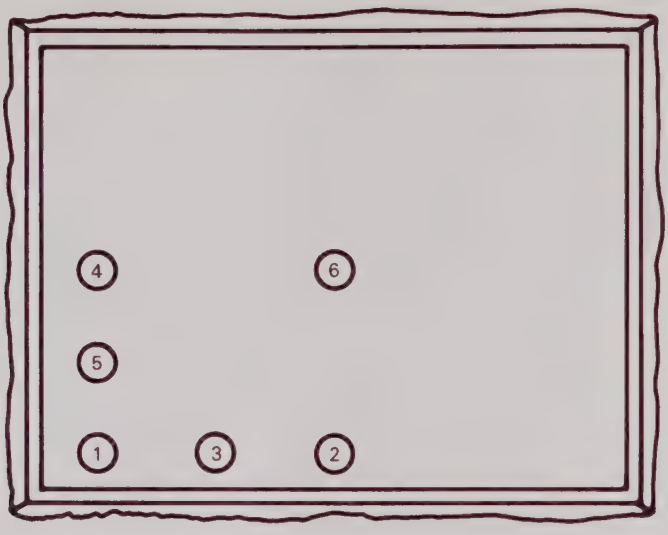

Figure 5-20. Beam Locations for Focus and Astigmatism Procedure
f. Disconnect Pulse Generator No. 1 and position beam to location No. 1 on screen (see figure 5-20).